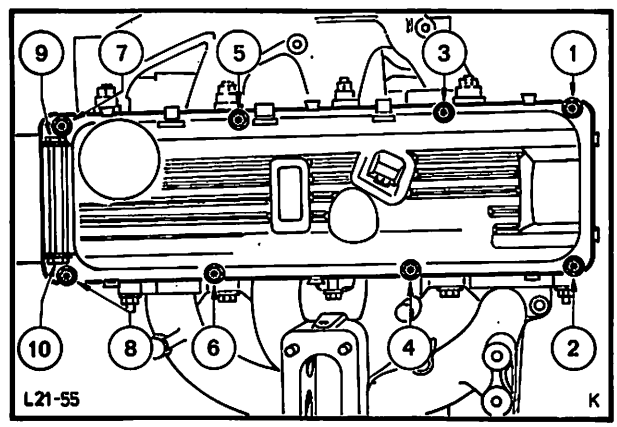
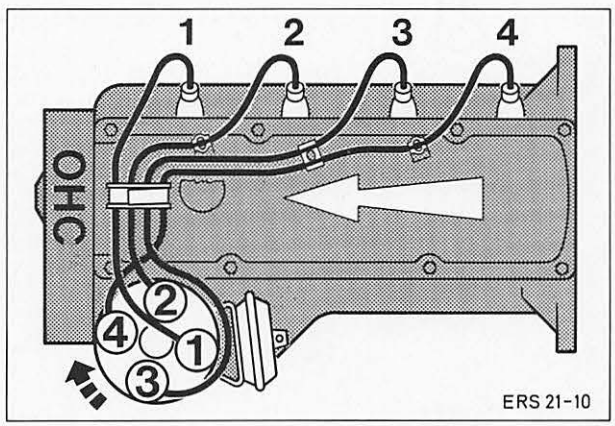

Abb. 199 Anzugsreihenfolge – Zylinderkopfhaube
Abb. 201 Zündkabelanordnung (Zündfolge)
11. Ventilspiel überprüfen, eventuell einstellen, dazu Spezialwerkzeug 21-004-A benutzen (siehe Arbeits-Pos.-Nr. 21 213 „B"-Motor). Zylinderkopfhaube aufsetzen und nach Schema, Abb. 199, anziehen.
13. Verteilerkappe montieren, Zündkabel auf Zündkerzen und Zündspule stecken, Abb. 201, Kabel am Geber – Fernthermometer befestigen.
19. Zylinderkopfhaube aufsetzen und nach Schema, Abb. 199, anziehen. Zündkabel aufstecken, Abb. 201, und Ansauggeräuschdämpfer montieren.